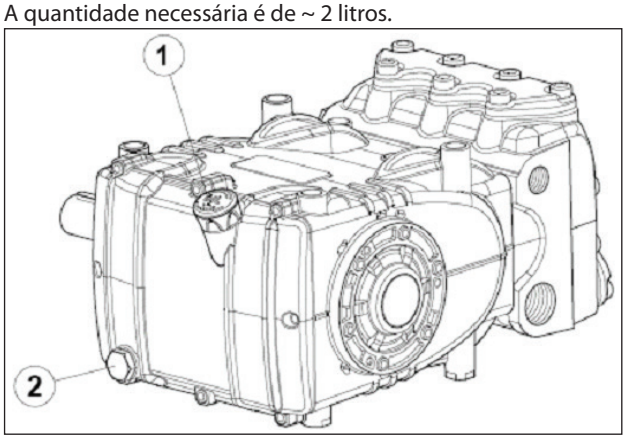

Fig. 3
Da haste do nível do óleo pos. ①, Fig. 3.
O controle correto do nível do óleo é realizado com a bomba em temperatura ambiente, a troca do óleo é executada com bomba em temperatura de trabalho, removendo: a haste do nível do óleo pos. ① e, em seguida, o tampão pos. ②, Fig. 3.